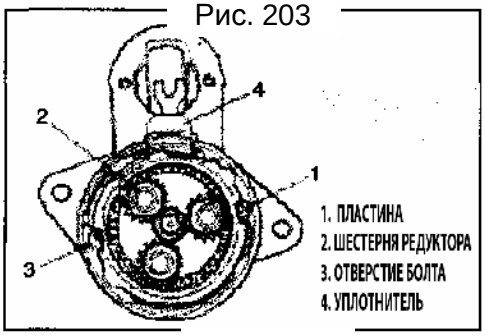

Рис. 204
11) Установите зубчатое кольцо таким образом, чтобы отверстия для болтов в кольце совпали с отверстиями в передней крышке (Рис. 204).